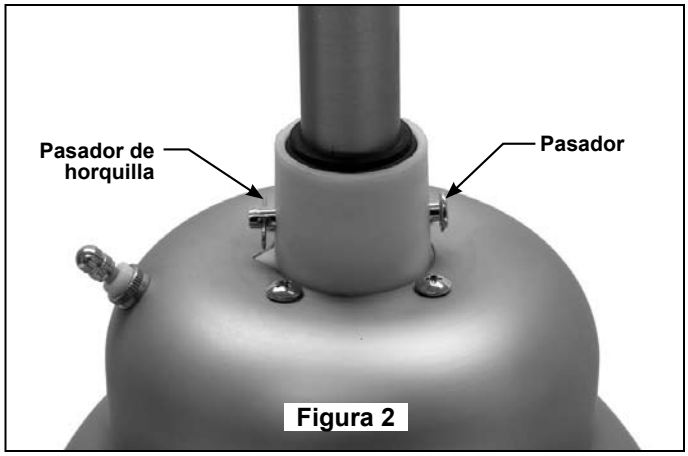

Figura 2
4. Asegúrese de alinear los orificios cuando introduzca el barral con la cubierta de goma en el soporte de barral antes de colocar el pasador y el pasador de horquilla. (Figura 1 y Figura 2)